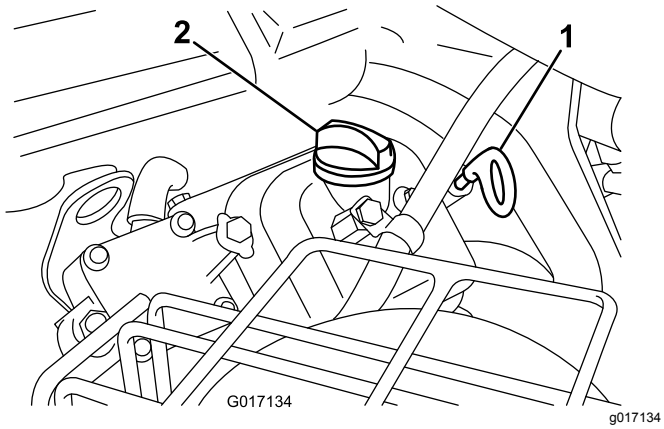

Figur 42
3. Sæt målepinden ned i målepindsrøret, og skru den ind i røret (Figur 42).